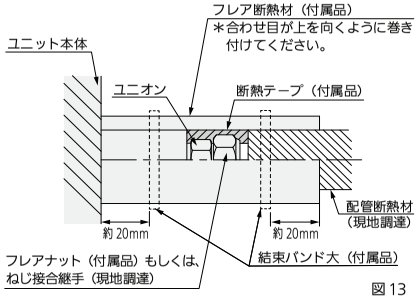

図13
- 図13に従って液管・ガス管とも、断熱してください。フレアナット部もしくは、ねじ接合継手部に断熱テープ（付属品）を巻き付けてください。配管接続部にはフレア断熱材（付属品）を隙間がないように巻き付け、結束バンド大（付属品）で締め付けてください。結束バンドの余分な部分は切断してください。